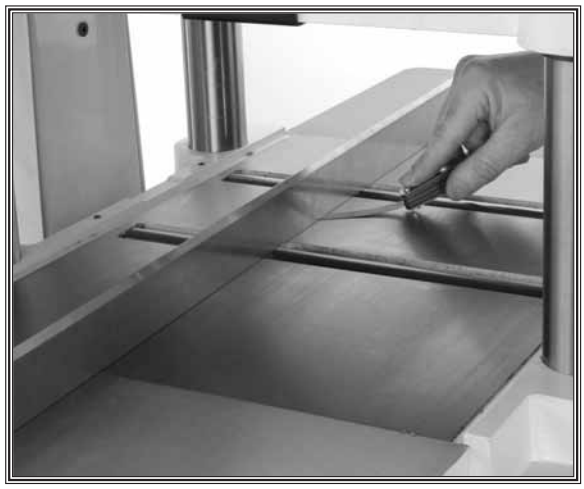

Figure 42. Setting table roller height.
13. Use a wrench and raise the rollers on their eccentric shafts 0.002" to 0.020" above the table surface (**Figure 42**).